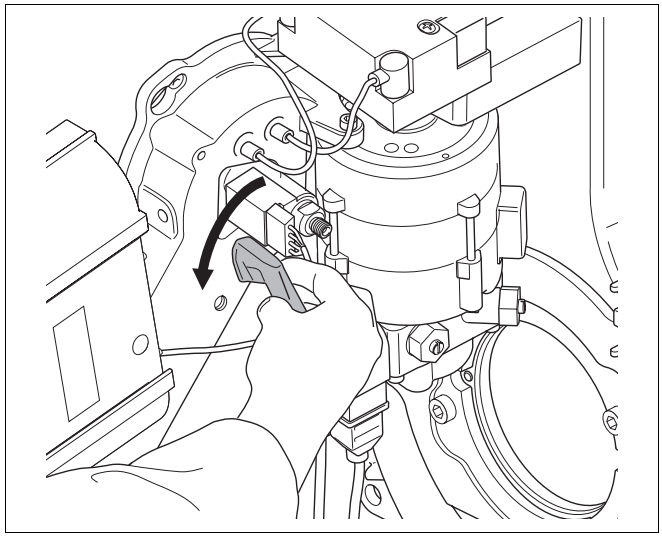

Rys. 74 Demontaż uchwytu kątowego
- Uchwyt kątowy obrócić o 90° w kierunku przeciwnym do ruchu wskazówek zegara, a następnie wyciągnąć (rys. 74).